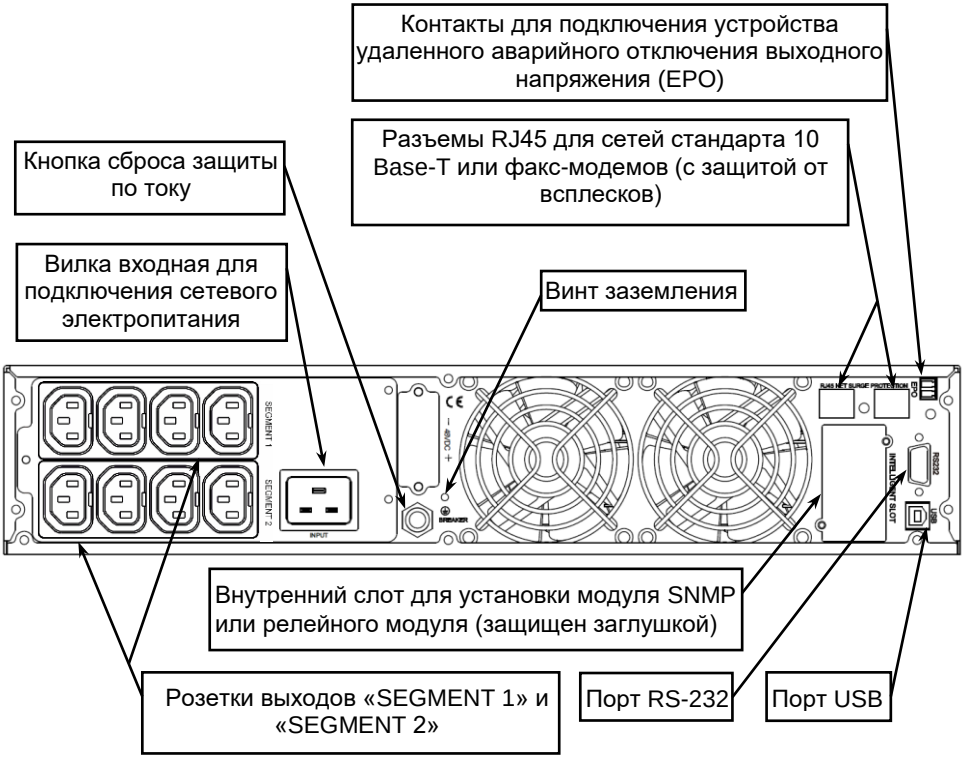

Рисунок 2 – Общий вид задней панели изделия.
На задней панели изделия расположены: входной и выходные разъемы, кнопка сброса срабатывания защиты по току (срабатывание защиты происходит при превышении уровня входного тока выше допустимого), вентиляторы охлаждения и разъемы коммутационных портов (см. рисунок 2).
Разместите изделие в шкафу и закрепите его на передних стойках. Соедините винт заземления изделия (см. рисунок 2) с контуром заземления телекоммуникационного шкафа перемычкой заземления (в комплект поставки не входит).
- Подключите к выходным розеткам изделия кабели питания нагрузок (см. рисунок 2).